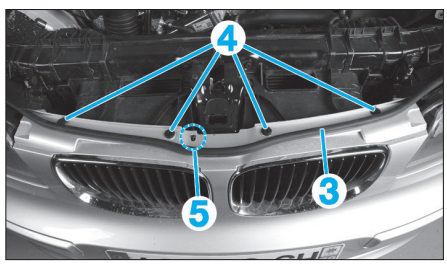
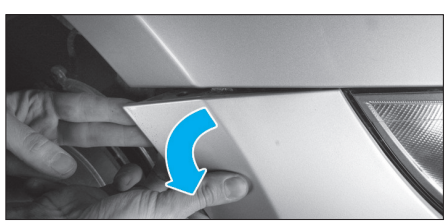

Fig. 156
Fig. 157
• Déposer le joint d'étanchéité (3) **(Fig.156)**, puis la vis (5).
• Déposer les vis (4).
• De chaque côté, dégrafer le bouclier avant comme illustré **(Fig.157)**.
• Extraire le bouclier avant en le détachant de son ergot (5) **(Fig.156)**, puis, à mi-course, débrancher les connecteurs des projecteurs antibrouillard.